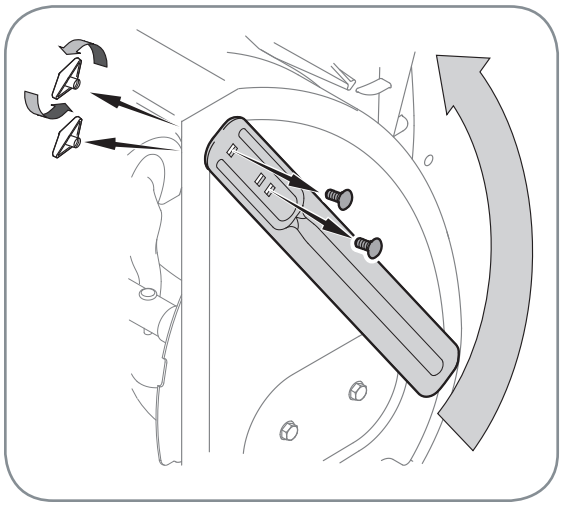

Figure 3-7
- Sur les modèles si équipés, les barres de coupe et la boulonnerie sont assemblées à l'envers sur l'habitacle des tarières. Voir la Figure 3-7.